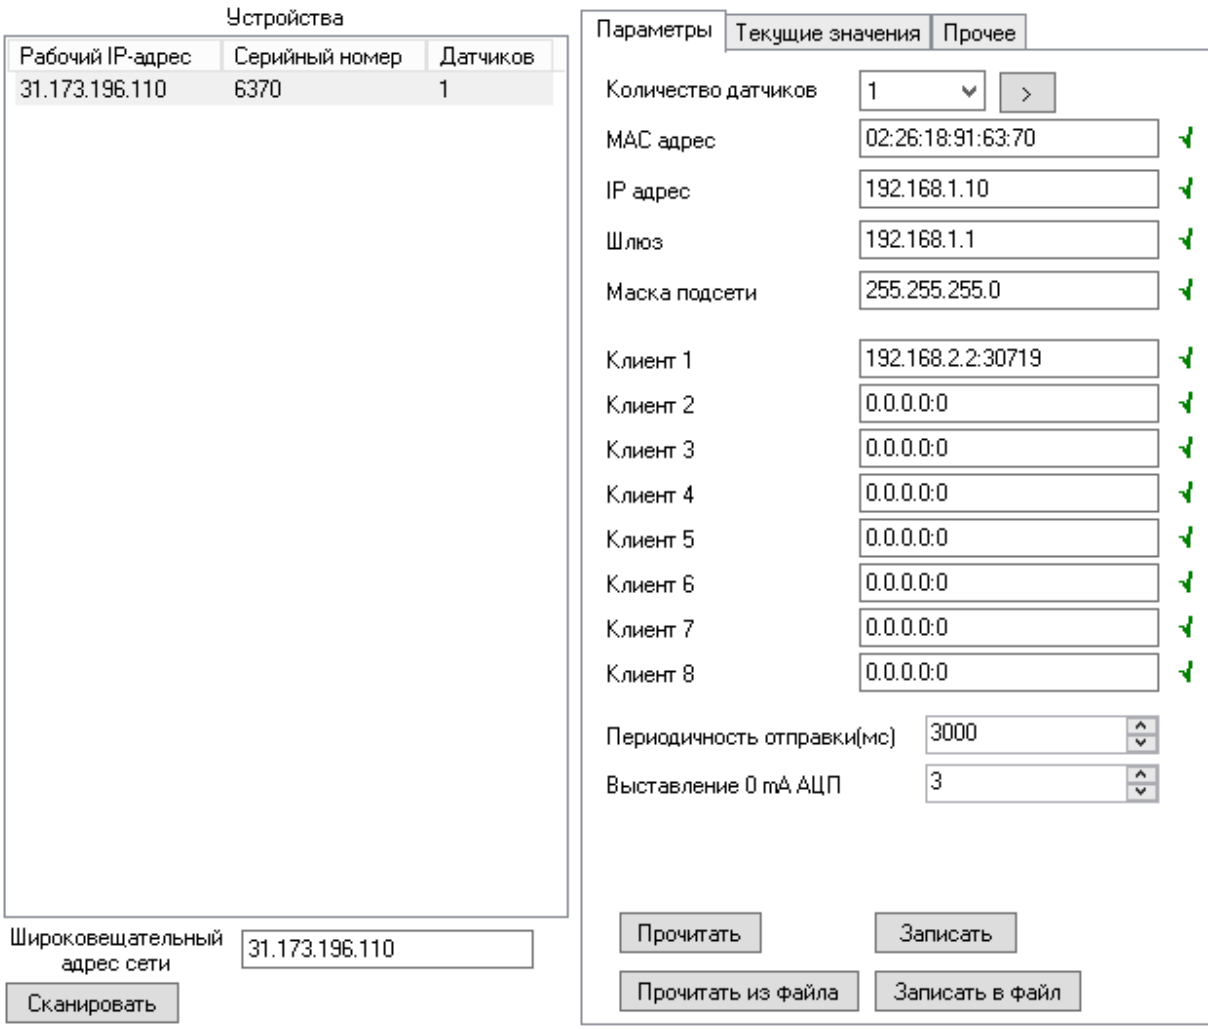
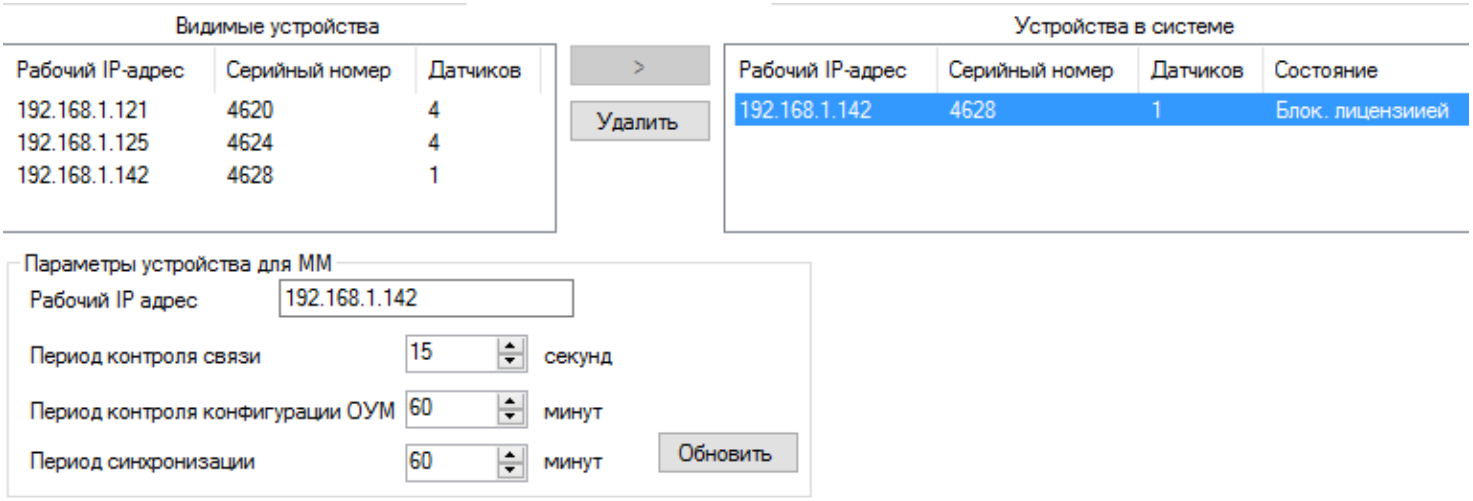

Рисунок 4.1 – Вкладка «Устройства»
Рисунок 5.1 – Вкладка «Состав модуля мониторинга»
Примечание: IP-адреса обнаруженных контроллеров могут быть отличны от собственных настроек контроллеров, если в ЛВС используется технология NAT (рисунок 4.1).
Вкладка «Состав модуля мониторинга» (рисунок 5.1) позволяет вводить и выводить устройства из состава ММ. Для введения устройства в состав ММ необходимо выбрать ОУМ из списка слева и нажать на кнопку «>». Для удаления устройства из состава ММ его нужно выбрать из списка справа и нажать кнопку <Удалить>. Каждое устройство в составе ММ обладает состоянием связи – «Нет связи», «На связи» «В наблюдении» (от устройства не приходили данные в течение некоторого времени, устройство под наблюдением, есть подозрение что связь с ним потеряна) и «Блок. лицензией» (работа с устройством не ведется в виду отсутствия ключа защиты или достаточного количества лицензий).
5. Добавить устройства в состав модуля мониторинга (рисунок 5.1). Обязательно проконтролировать параметр «Периодичность контроля связи»
Определить аварийный режим можно на закладке «Состав модуля мониторинга» (рисунок 5.1) в списке «Устройства в системе». Для авариного режима характерна кратковременная смена состояния ОУМ с «На связи» на «В наблюдении» и обратно. Также признаком некорректной работы служат многочисленные записи в журнале работы ММ:
- проверки и коррекции параметров «Период контроля связи» (рисунок 5.1) и «Периодичность отправки» (рисунок 4.1) для конкретного ОУМ. Период контроля связи должен быть больше чем периодичность отправки.